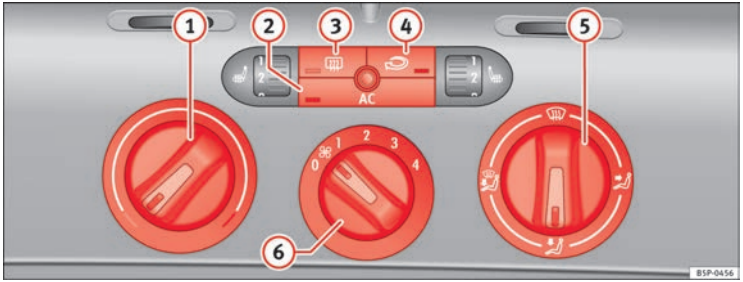

Fig. 126 On the dash panel: Climatic controls
– Use the knobs ⇒ fig. 126 (1) and (5) and control (6) to set the temperature, air distribution and blower speed.
– To switch a function on or off, press the appropriate button (2), (3) or (4). When the function is activated, the display window in the lower corner of the button is lit.
(1) Temperature selector ⇒ page 160
(2) AC button – Heating, ventilation and air-conditioning system on/off ⇒ page 160
(3) button – Heated rear window The heating will be switched off automatically approximately *20 minutes* after switching on. It can also be switched off beforehand by pushing the button.
(4) Button – Air recirculation mode ⇒ page 161
(5) Air distribution control ⇒ page 160
(6) Blower switch. There are four speed settings for the air flow. The air flow should always be set at the lowest speed when driving slowly.
– Switch on the air conditioner using the button ⇒ fig. 126 AC.